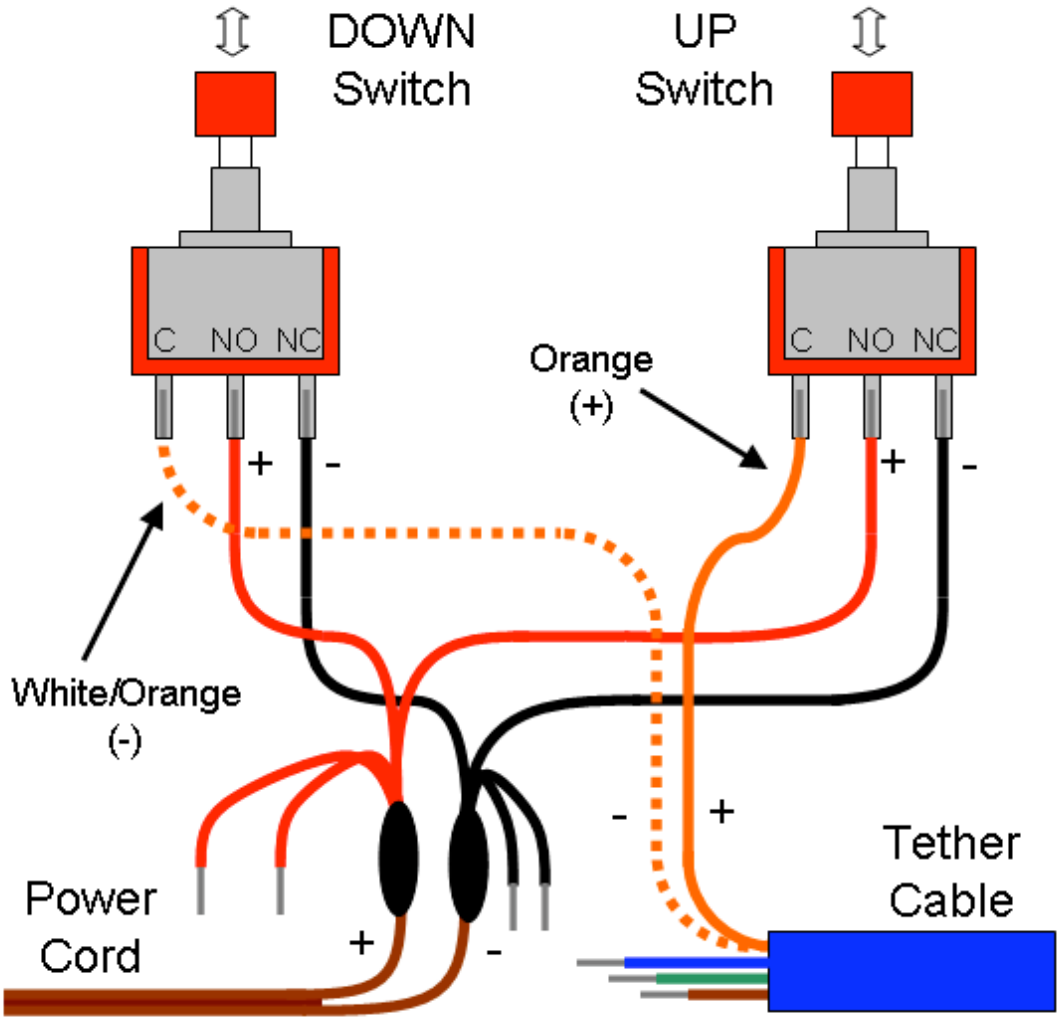

**Figure 40:** Vertical thruster control / pushbutton switch wiring diagram.
7. Twist the two **black** (-) power wires to the NC terminals on the two pushbutton switches. (**ONE black wire to each switch—See Fig 40 on next page)**